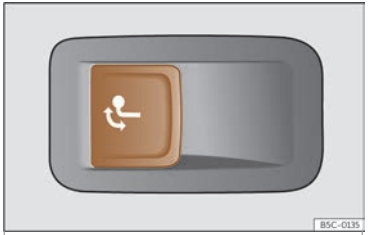

Fig. 192 Al costat esquerre del maleter:tecla per desbloquejar el ganxo de remolc.
- Estireu la tecla››› **fig. 192** breument. El ganxo de remolc es desbloqueja elèctricament i es gira automàticament cap a fora. L'indicador de control de la tecla fa pampallugues.
- Estireu la tecla››› **fig. 192** breument. El ganxo de remolc es desbloqueja elèctricament.
- Si l'indicador de control de la tecla ››› **fig. 192** *fa pampallugues*, significa que el ganxo de remolc encara no s'ha encastat correctament o que està malmès ››› ⚠.
- Si l'indicador de control››› **fig. 192** *roman encès* amb la porta posterior oberta, el ganxo de remolc està correctament encastat tant quan està extret com quan està escamotejat.
- No premeu mai la tecla>>> fig. 192 quan hi hagi un remolc enganxat o hi vagi muntat un portaequipatges o altres accessoris sobre el ganxo de remolc.